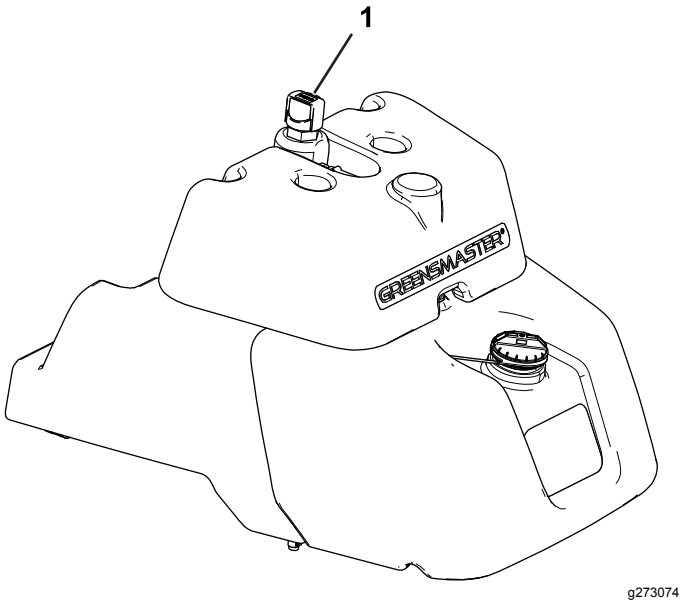

Figuur 42
2. Zoek de peilstok aan de bovenkant van de hydraulische hoofdtank (Figuur 42) en ga naar stap 3.